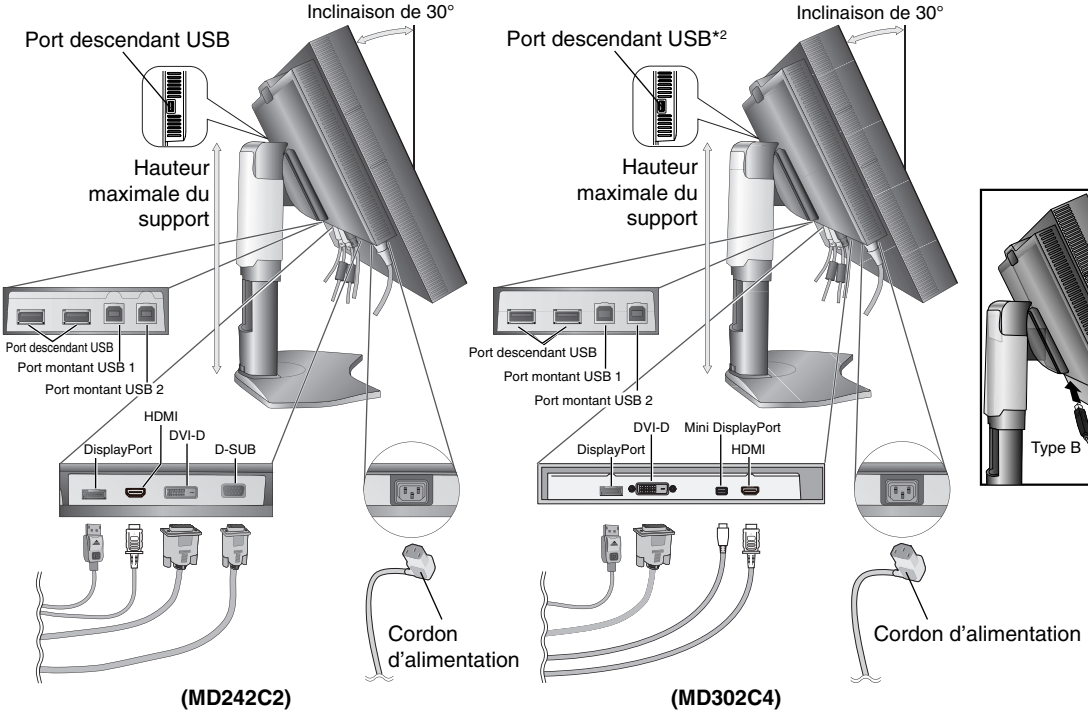
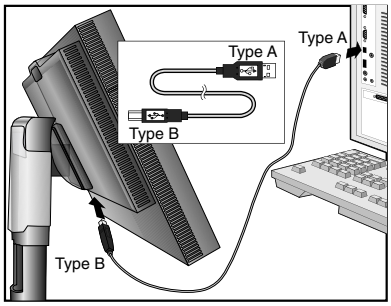

Figure C.1
Figure C.1a
4. Branchez tous les câbles aux prises appropriées (**Figure C.1**). À l'aide du câble USB, branchez la prise de type B au port montant USB situé sur le côté arrière droit du moniteur et la prise de type A au port descendant de l'ordinateur (**Figure C.1a**). Si vous utilisez le cordon de l'appareil USB, branchez-le dans un des ports descendants du moniteur.